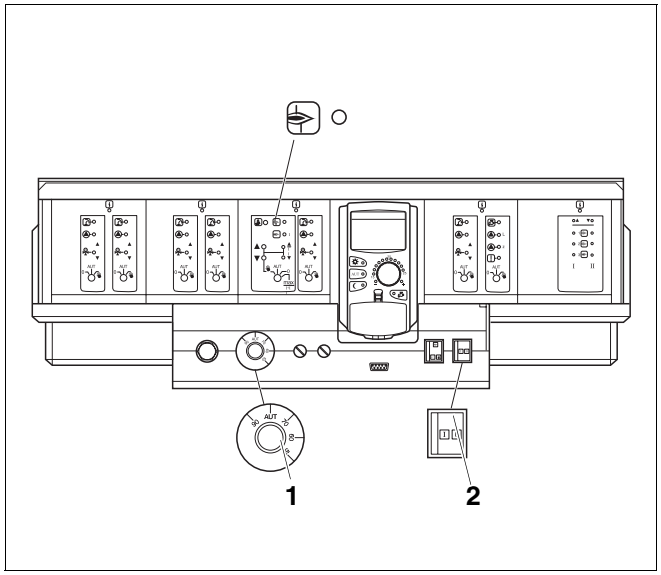

Fig. 2 Aparato de regulación Logamatic de la serie 4000
Ponga en marcha la caldera a través del aparato regulador (en el ejemplo (fig. 2): aparato de regulación Logamatic de la serie 4000). Al poner en marcha la regulación, el quemador se pondrá automáticamente en funcionamiento. A continuación, el quemador podrá ponerse en marcha desde la regulación. Encontrará más información al respecto en las instrucciones de uso de la regulación correspondiente y del quemador.
- Coloque el regulador de temperatura del agua de la caldera (fig. 2, **pos. 1**) en la posición "Automático".
- Posicione el interruptor "Funcionamiento" (fig. 2, **pos. 2**) en "I" (ON).
- Posicione el interruptor "Funcionamiento" (fig. 2, página 9) en la posición "0" (OFF).